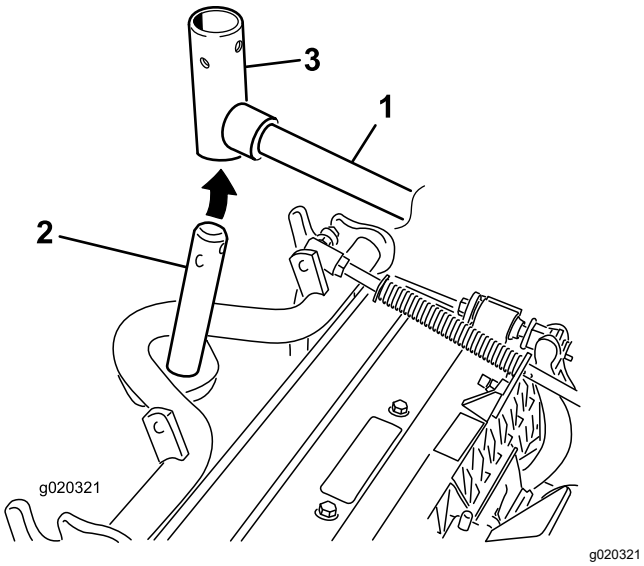

**Figuur 10**
9. Als u een voorste maai-eenheid monteert, moet u de maai-eenheid onder de hefarm schuiven, terwijl u de as van het draagframe in het juk van het draaipunt van de hefarm steekt (Figuur 10).
B. Plaats het juk van de hefarm op de as van het draagframe (Figuur 10).